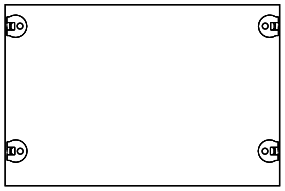

Рис.2
5. В отверстия на деталях 3 и 5 забить полкодержатель с эксцентриком 11 (рис.2);
6. В отверстия на деталях 4 и 6 забить полкодержатель 13 (рис.2);